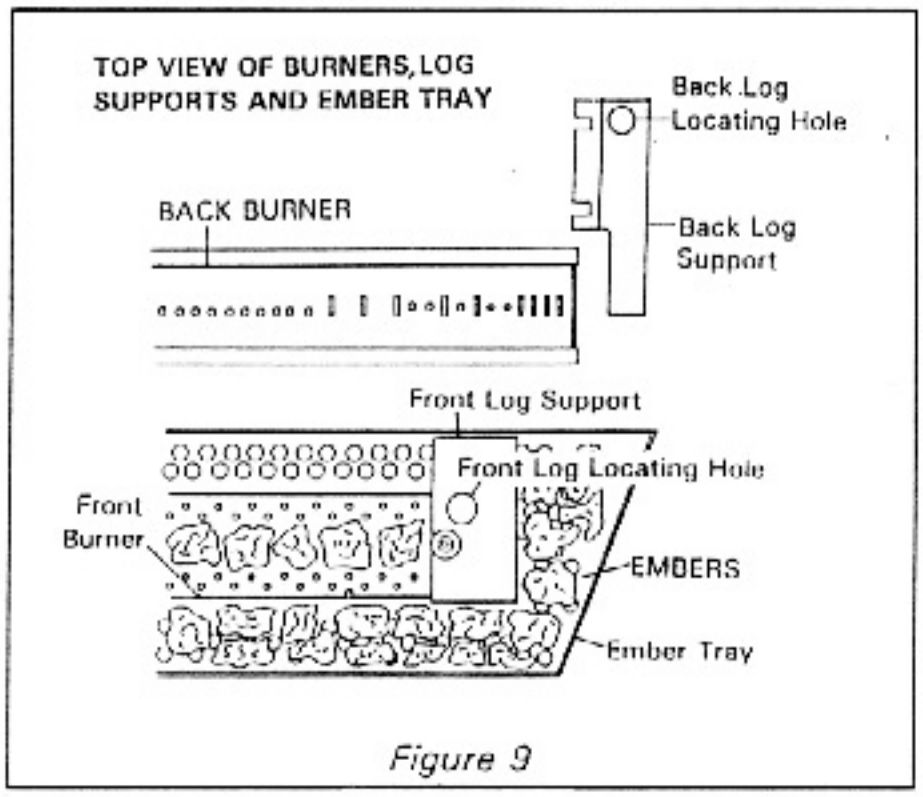

Figure 9
Carefully remove logs from box. Check to ensure there is no damage to any of the four (4) logs. It is very important to install these logs in their proper positions to insure safe optimum operating conditions. (SEE LOG SET Figure 9)
5. Place the two cross logs on the positioning pegs according to the diagram shown above.(Figure 9)